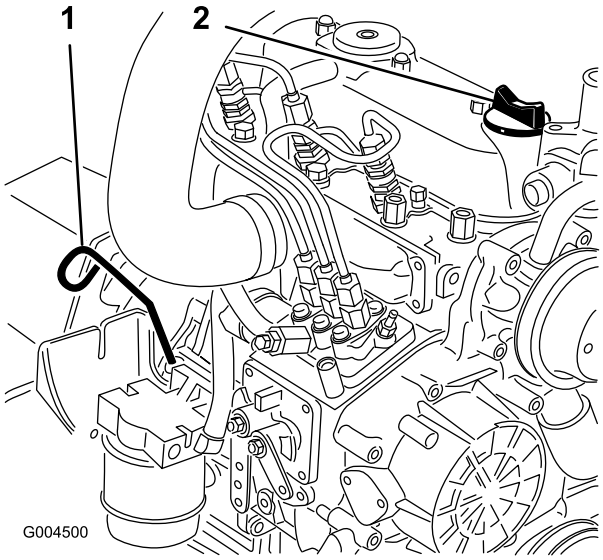

Figuur 43
2. Verwijder de peilstok uit de vulbuis (Figuur 43) en veeg deze schoon. Steek de peilstok daarna weer in de buis. Haal de peilstok eruit en controleer het oliepeil.
3. Als het oliepeil beneden de Vol-markering staat, verwijdert u de vuldop (Figuur 43) en vult u bij met olie totdat het oliepeil de Vol-markering op de peilstok bereikt.